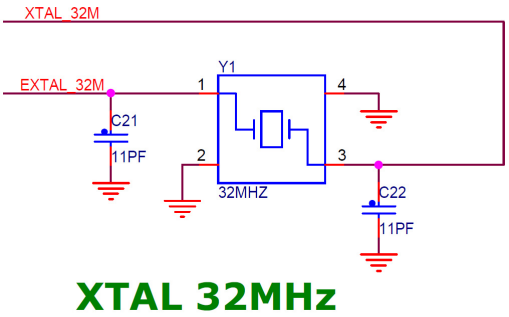

Figure 7. FRDM-KW24D512 platform's 32 MHz reference oscillator circuit
- 32 MHz Reference Oscillator: Figure 7 shows the external 32 MHz external crystal Y1. This mounted crystal must meet the specifications outlined in the AN3251 application note (AN3251). The IEEE Std. 802.15.4 requires that the frequency be accurate to less that ±40 ppm.